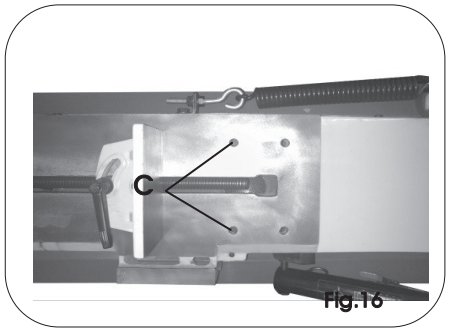

Fig.16
2. Place the fixed vice jaw over the left hand bolt holes (Fig.16,C).